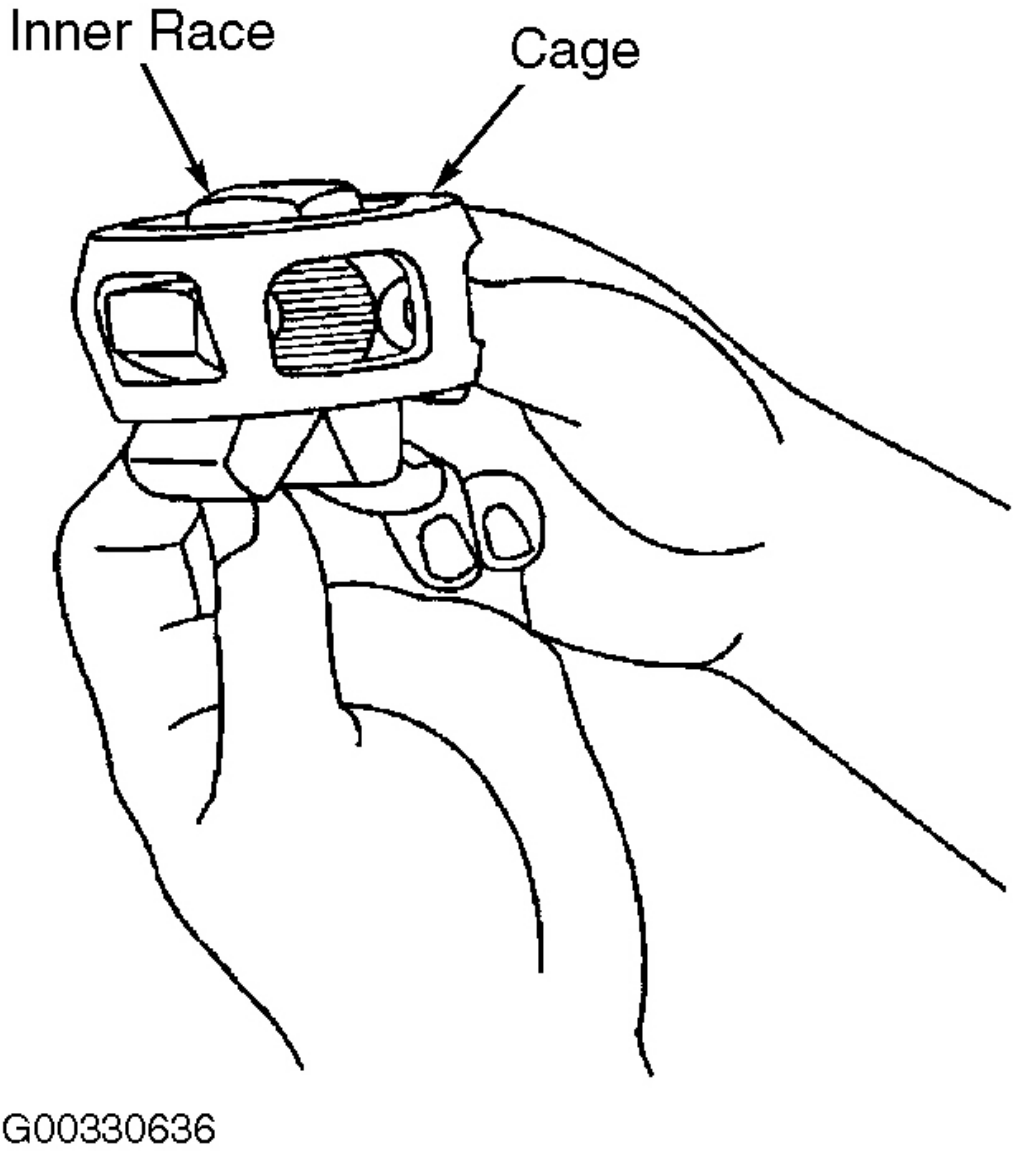

Fig. 16: Positioning Cage & Inner Race For Separation
22. Rotate the inner race 90 degrees to the centerline of the cage. See **Fig. 16** .
3. Begin to insert the inner race up through the bottom of the cage. See **Fig. 16** .